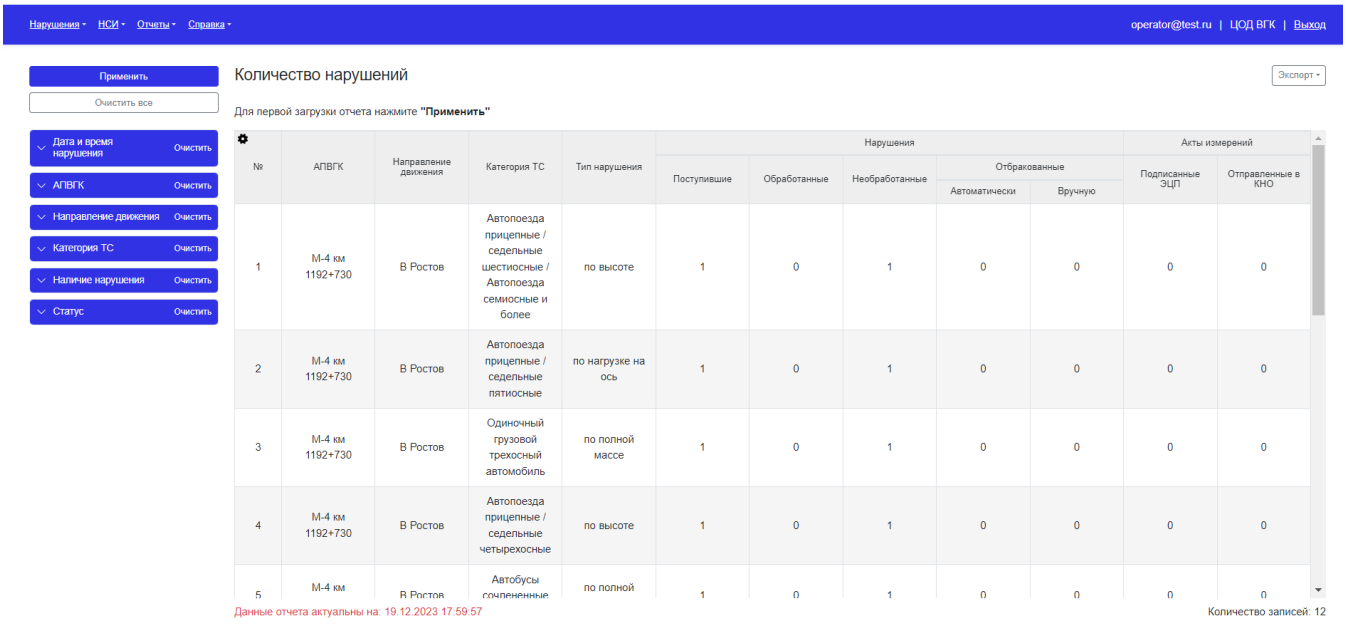

Рисунок 224 - Отчет «Список проездов с нарушениями»
5. При нажатии на кнопку «Применить» производится фильтрация журнала по установленным параметрам (Рисунок 224);